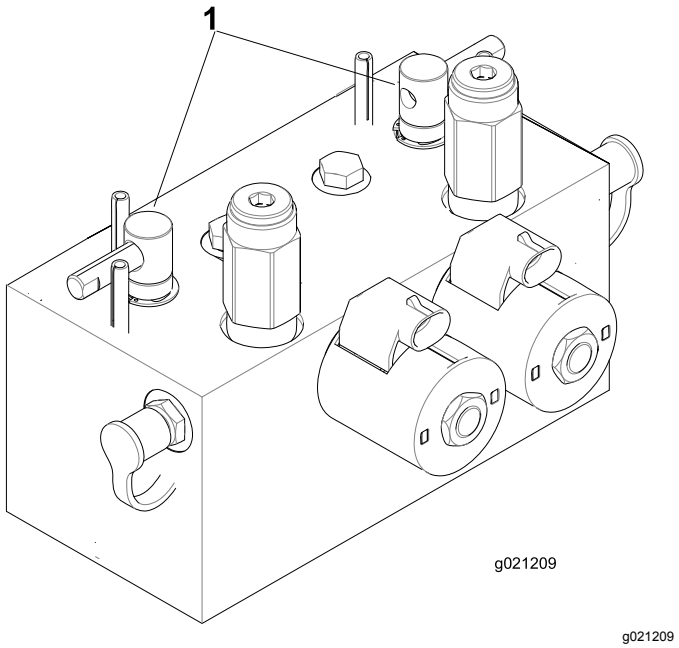

Figuur 97
2. Ontgrendel de stoel en til deze omhoog zodat u bij de wethendels kunt komen (Figuur 97).
5. Kies met de voorste, achterste of beide wethendels de messenkooien die moeten worden gewet (Figuur 97).